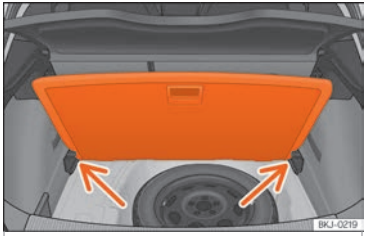

Fig. 119 Variable luggage compartment floor: inclined position.
- Rest the floor on its housings ››› Fig. 119 (arrows).